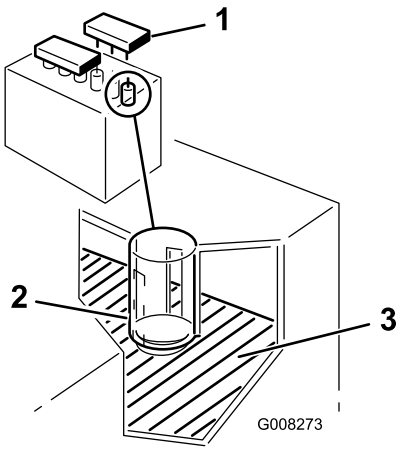

Figur 30
2. Ta bort påfyllningslocken. Fyll på nödvändig mängd destillerat vatten om elektrolytnivån inte når upp till rörets nedre del (Figur 30), se Fylla på vatten i batteriet.
2. Ta bort påfyllningslocken (Figur 30).
3. Häll sakta destillerat vatten i varje battericell tills nivån når upp till rörets nedre del (Figur 30).